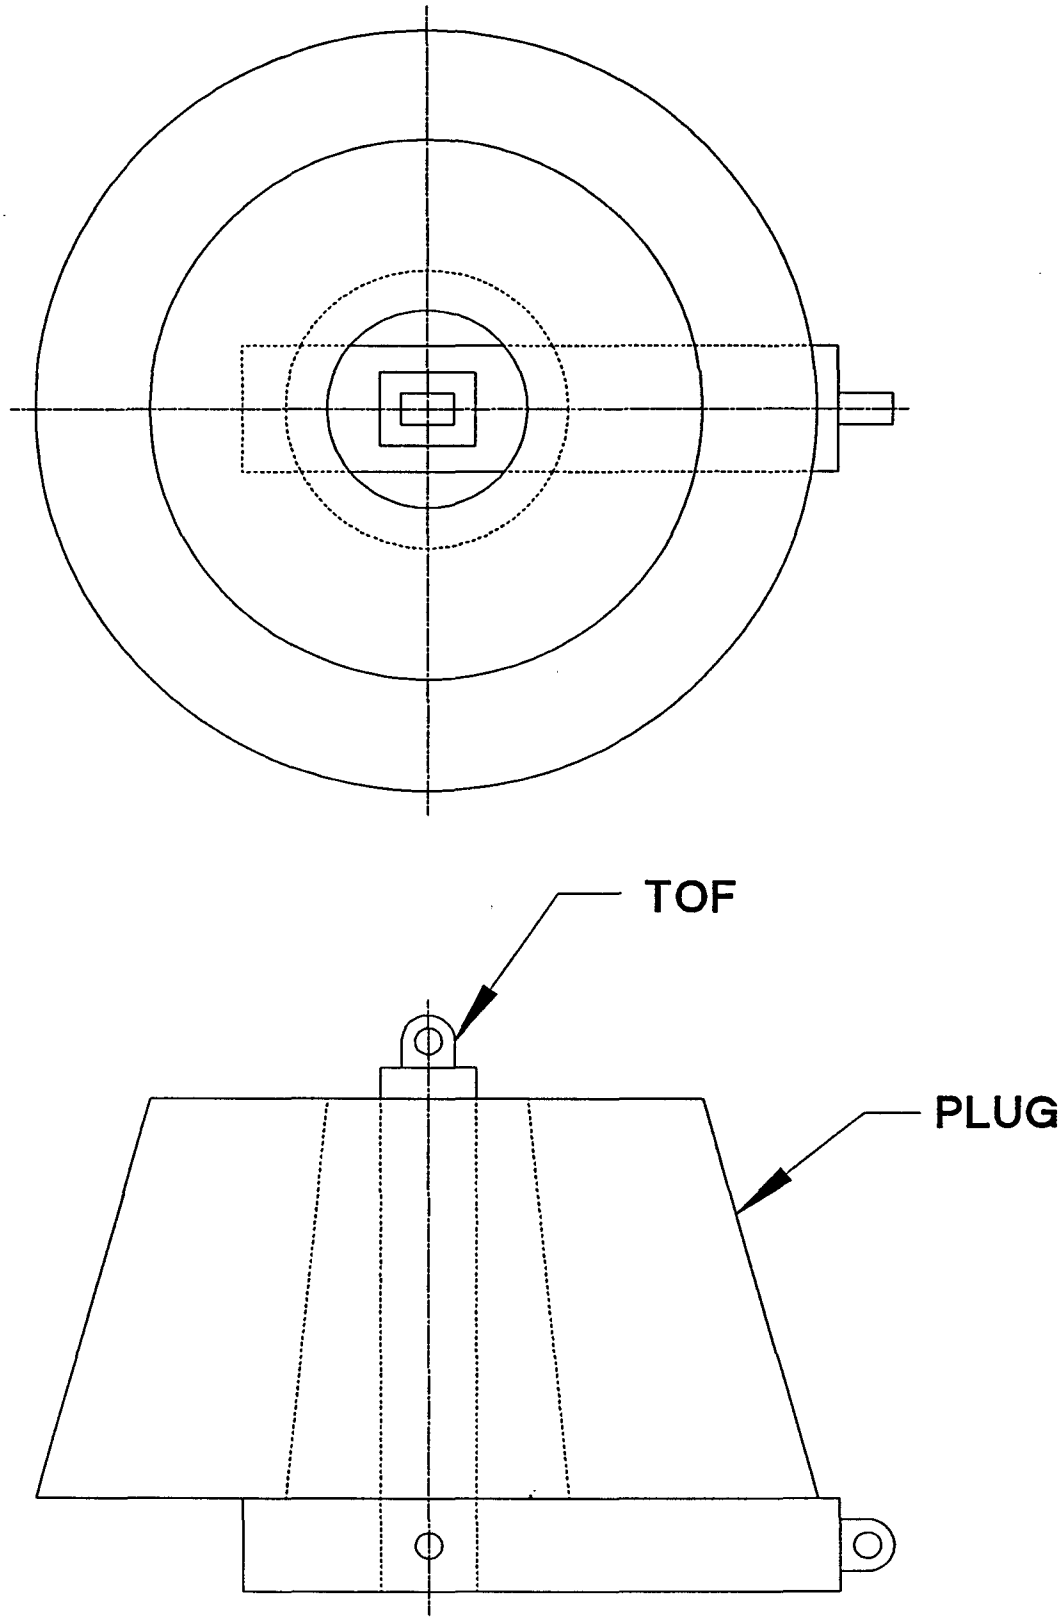

FIG. 1
a) Plug (pick-up and) Turn-over Fixture, **TOF** (See **Figure 1**) (≈ 5 ton, 3 piece steel weldment)